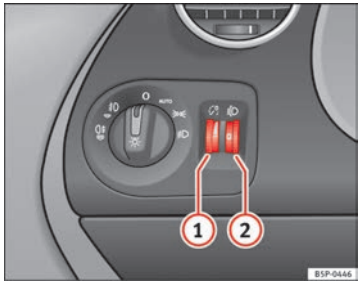

Fig. 72 Dash panel: regulation for instrument and switch lighting and headlight range control
When the headlights are switched on, the brightness of the instruments and switch lighting can be regulated to suit your requirements by turning the thumb wheel ⇒ Fig. 72 (1).